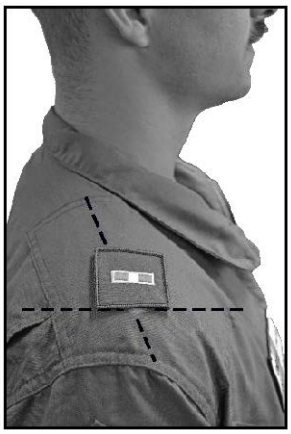

Figure 6-6. Insignia Location Using Marked Center Point
d. Place outside, center edge of the rank insignia at the midpoint mark. (Refer to Figure 6-6.)